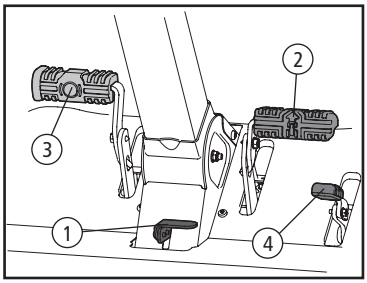

Fig. 16
- Libere o freio estacionário (1). Mova a alavanca do acelerador/afogador para a posição rápido [Fig. 16, Pág. 19].
- Para seguir em frente, lentamente pressione o pedal de avanço (2) até que a velocidade desejada seja alcançada.
- Para parar ou reduzir a velocidade, tire o pé do pedal de avaço (2) ou pedal de ré (4). Para acionar o freio estacionário (1), pressione o pedal do freio (3) para frente e, então, pressione o pedal do freio estacionário/controle (1) para baixo. Em seguida, solte o pedal de freio (3).
- Para utilizar o controle de velocidade (1):
a) Pressione o pedal de avanço (2).
b) Mantendo a velocidade desejada, pressione o pedal do freio estacionário/controle (1) para baixo e então libere o pedal de avanço (2), a fim de ativar o controle de velocidade.
- Para desativar o controle de velocidade (1), pressione o pedal de freio (3) ou o pedal de avanço (2).
- Para conduzir em ré, verifique se não há pessoas/animais atrás e então lentamente pise no pedal de ré (4) (não use o calcanhar) até que a velocidade desejada seja alcançada.